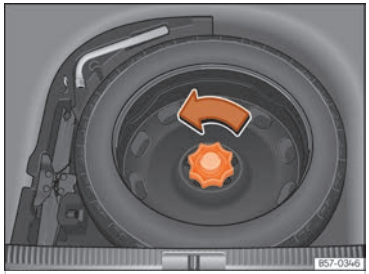

Fig. 220 In the luggage compartment: load floor raised.
- Turn the thumb wheel anticlockwise ››› Fig. 220.